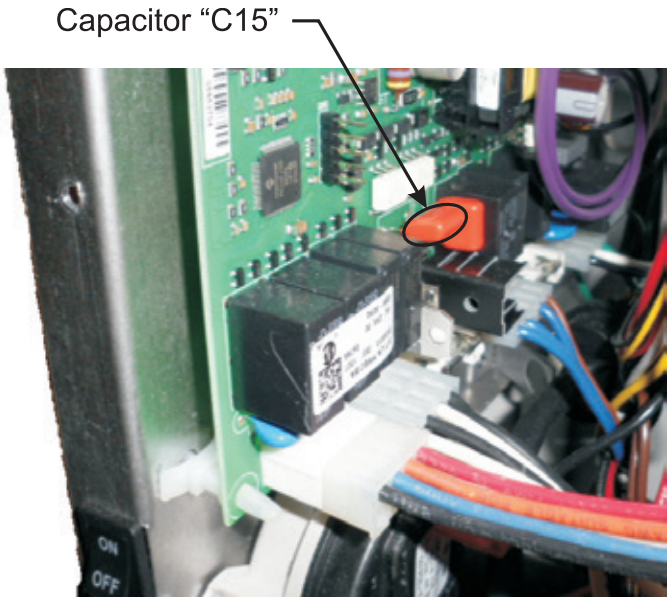

Figure 9
12. Deux condensateurs orange se trouvent sur le panneau de commande. Repérer le condensateur frontal, orienté horizontalement, désigné C15 sur le panneau de commande. **Voir Figure 9.**